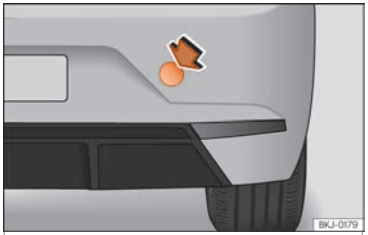

Fig. 101 Parte direita do para-choques traseiro: tampa.
– Para abrir a tampa pressione a parte superior direita da mesma ››› Fig. 101.